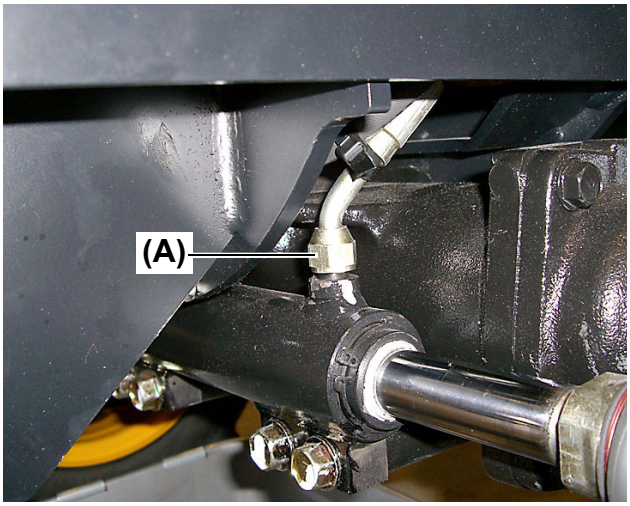

Fig. 4
7. Disconnect the left power steering hose **(Fig. 4, (A))**.